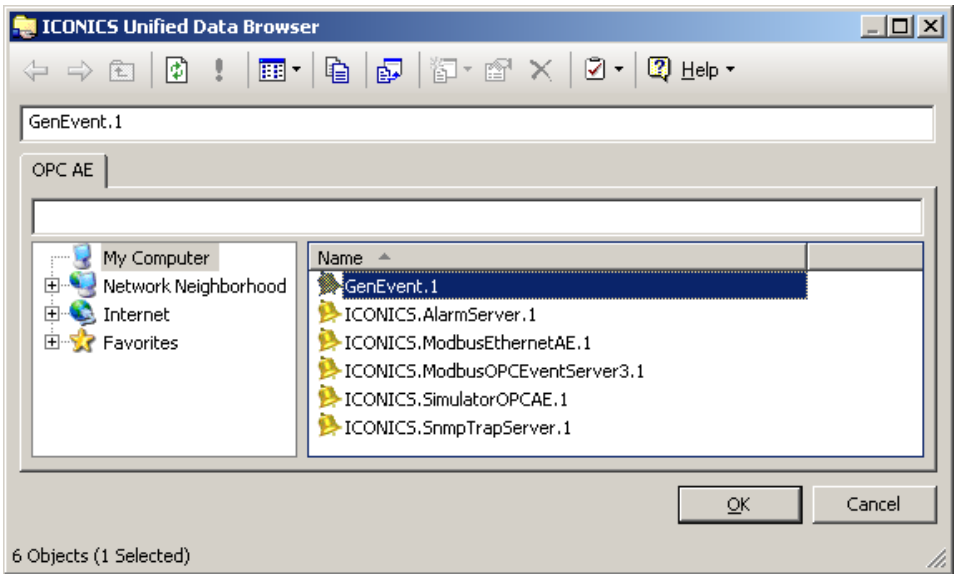

Figure L8.11 - GenEvent Server
50. Click on “Browse” to bring up the UDB and browse for the GenEvent server as shown in Figure L8.11.